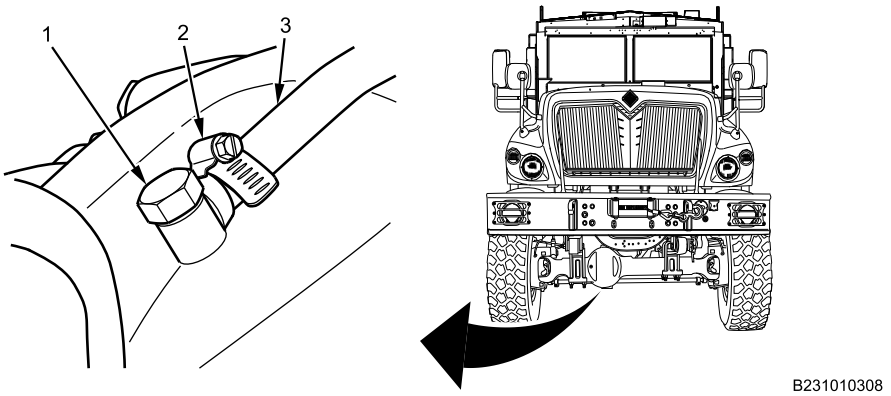

Figure 1. Front Axle Breather Hose Clamp Removal from Breather.
1. Remove hose clamp (Figure 1, Item 2) fastening breather hose (Figure 1, Item 3) to front axle breather (Figure 1, Item 1).